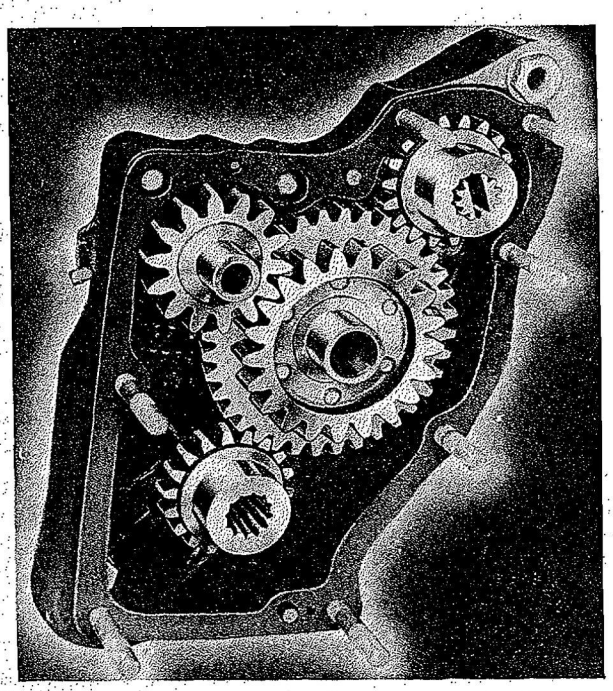

Figure 204—Dual Accessory Drive Gears
f. Lubricate the bushings in the dual accessory drive housing thoroughly with corrosion preventive mixture. Assemble the dual accessory drive intermediate gear to the idler gear, using the proper cap screws, and wrench (Tool No. 82914). The proper cap screws for use in this location are 3/8 in. long, measured from the underside of the head to the end of the screw. Lubricate and install the dual accessory drive idler gear, the dual accessory driving gear, and the upper and lower drive gears in their respective bushings. Insure that all gears are properly meshed. Refer to Figure 204.